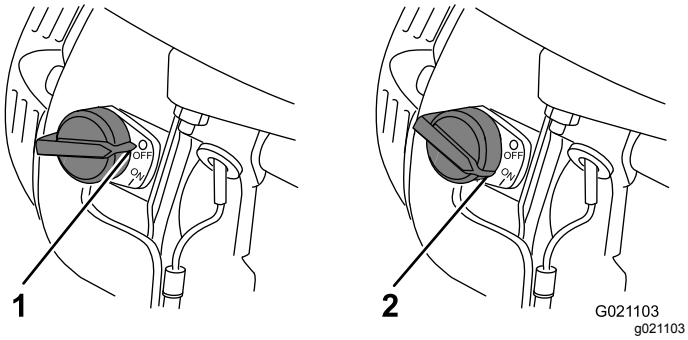

Figura 36
5. Mueva el interruptor del motor a la posición de ENCENDIDO (Figura 36).